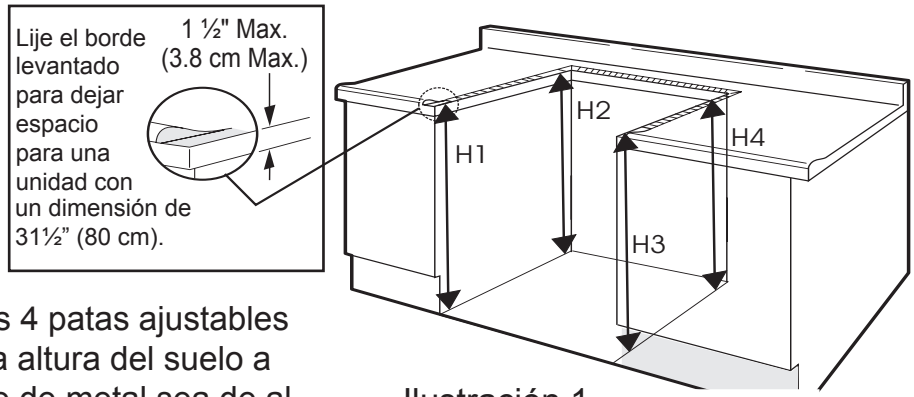

Ilustración 1
2. Antes de instalar la unidad, mida la altura de los dos (2) lados de los gabinetes (H1-4), frente y parte trasera (vea ilustración 1) del piso a lo alto de la cubierta.